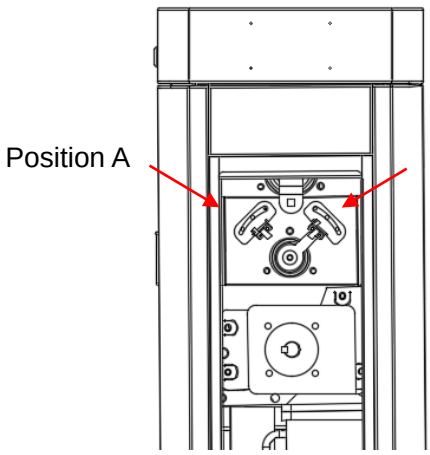

Figure 5-1
1) If the boom fails to fall into a level position, adjust position A; if the boom fails to be lifted upright, adjust position B. See Figure 5-1.